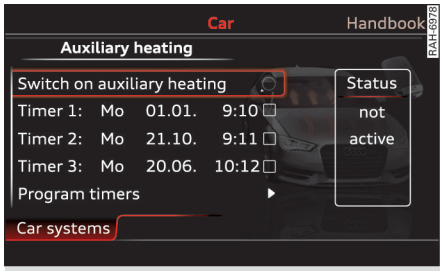

图 90 MMI：设置定时器
▶ 要激活所需的定时器，请用旋/压式控制钮确认该设置。右侧的框格中出现 ✓ ⇨ *图 90*。
在出发时间过去后，MMI 中自动记录随后一天的出发时间。要在后一天激活驻车暖风或通风时，只需选择设置（在 MMI 中点 ✓ ⇨ *图 90*）。